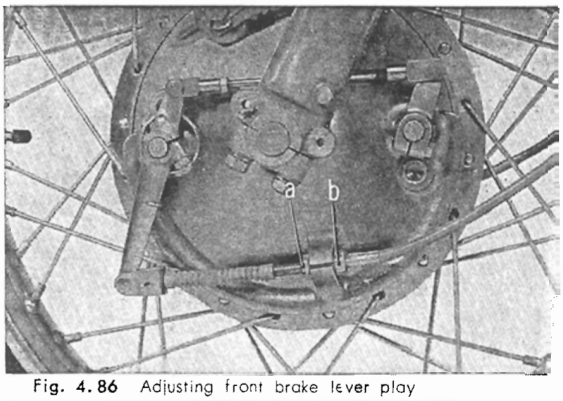

Fig. 4.86 Adjusting front brake lever play
① Front brake arm rod ② Speedmeter gear box
③ Installing range ④ Front brake cable
7. Connect the front brake cable to the brake arm and adjust the free travel. The specified free travel is 15~30 mm (0.6~1.2 in). Make the adjustment with nuts "a" and "b". **(Fig. 4.86)**